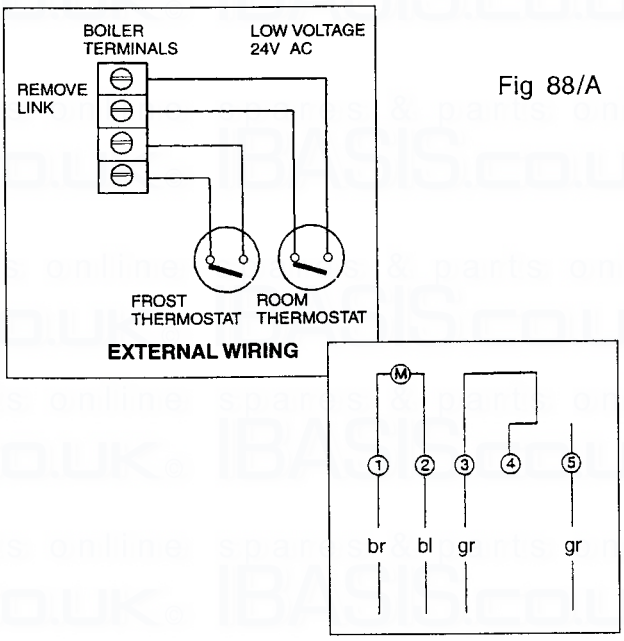

Fig 88/A
7.25 TO REMOVE/REPLACE THE PUMP (Fig. 88)
7.31 TO REMOVE/REPLACE TIME CLOCK (Fig.88/A)
7.31.6 Replace in reverse order (ensure all electrical connections are made correctly) (Fig. 88/A)